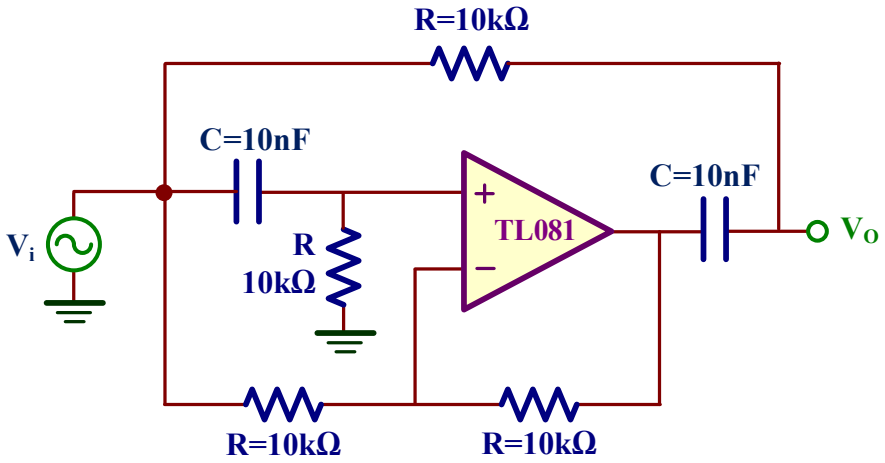

Figura V.11. *Esquema de un filtro Notch.*
En la figura V.11 el esquema de un filtro Notch sencillo basado en redes RC. En el caso de utilizar dispositivos de igual valor entonces la frecuencia Notch (f_{notch}) viene definida por
F) Realizar el montaje del filtro Notch de la figura V.11 y obtener su diagrama de Bode.
Análisis teórico. De acuerdo a los valores de los dispositivos del filtro de la figura V.11, el valor de la frecuencia Notch (f_{notch}) es